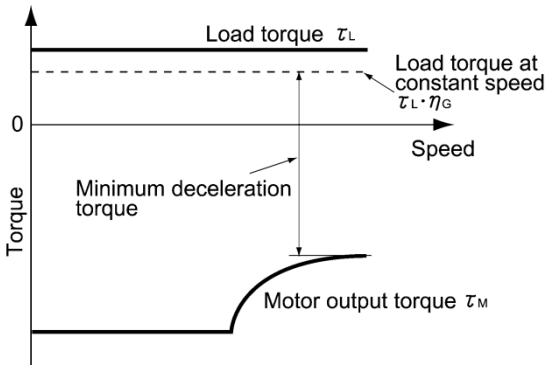
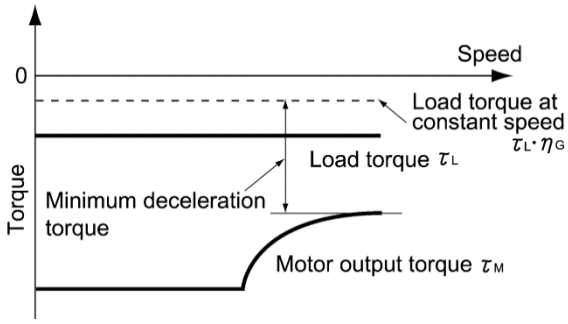

Fig. 10.2-3 Example study of minimum deceleration torque (1)
Fig. 10.2-4 Example study of minimum deceleration torque (2)
2) Calculate the **minimum deceleration torque** (See Fig. 10.2-3 and Fig. 10.2-4)